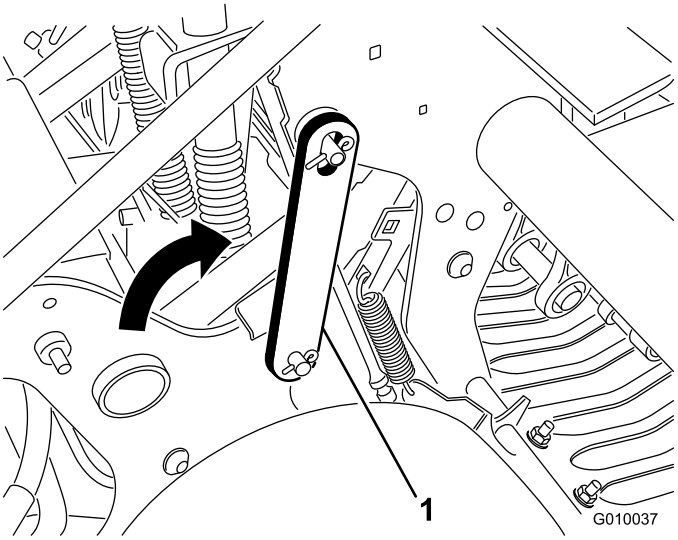

Figuur 21
3. Draai de onderhoudsvergrendeling naar achteren en steek deze op de pen van de beluchtingskop (Figuur 21). Vastzetten met de borgveer.